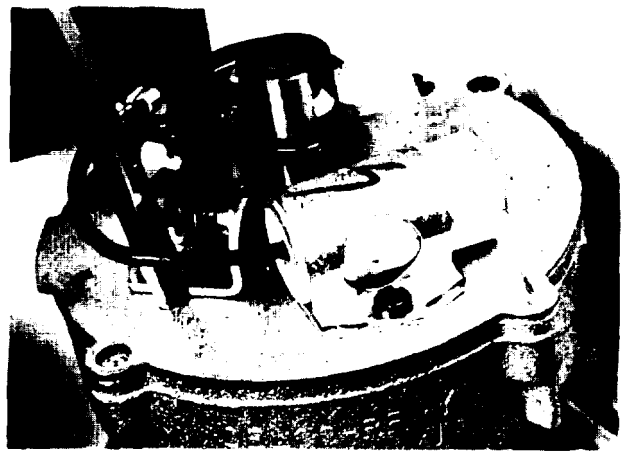

Figure 4-49. Setting Point Gap
f. Insert a screwdriver blade into the adjustment slot in point set and breaker plate as shown in figure 4-49.